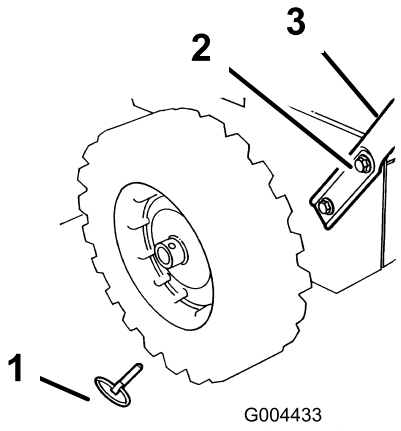

Figur 3
2. Fjern akselstifterne fra begge hjul, og skub hjulene ca. 3 cm udad på akslen (Figur 3).
5. Placer hullerne i venstre side af håndtaget ud for hullerne i venstre sideplade, fastgør håndtaget med 2 maskinskruer og Belleville-skiver, og stram dem med fingrene (Figur 3).